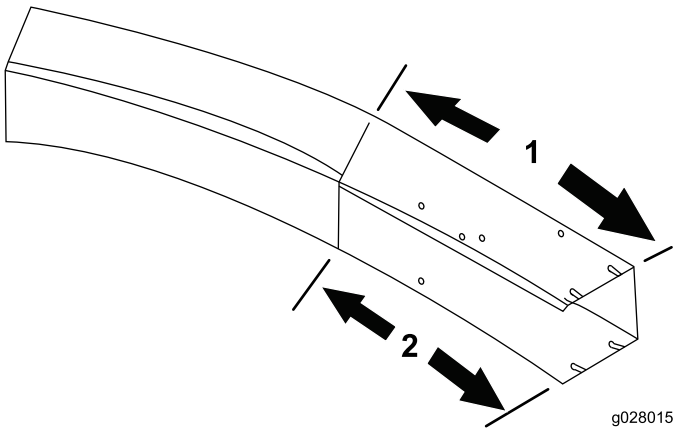

**Figure 18**
1. En vous reportant aux dimensions indiquées à la Figure 18, mesurez et repérez la goulotte.